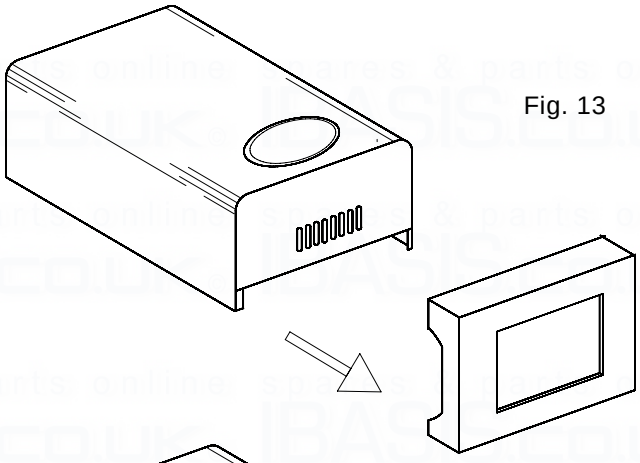

Fig. 13
5.3.4 Rest the boiler on the floor and remove the polystyrene guards (fig. 13).